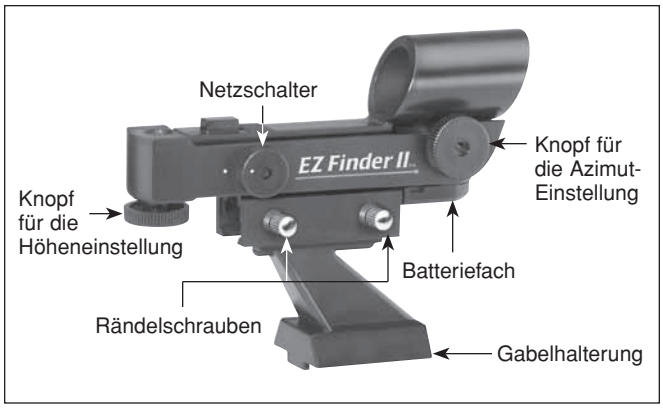

Abbildung 11. Das EZ Finder II-Reflexvisier.
1. Führen Sie einen kleinen, flachen Schraubendreher in die Kerbe im Batteriefach, und hebeln Sie es vorsichtig auf **(Abbildung 11).**
Drehen Sie den Netzschalter (siehe **Abbildung 11**) im Uhrzeigersinn, bis Sie ein Klicken hören. Dieses zeigt Ihnen an, dass die Stromversorgung eingeschaltet ist. Schauen Sie mit beiden Augen von hinten durch das Reflexvisier, um den roten Punkt zu sehen. Halten Sie Ihr Auge dabei in einem bequemen Abstand zur Rückseite des Visiers. Bei Tageslicht müssen Sie möglicherweise die Vorderseite des Visiers mit der Hand abdecken, damit Sie den Punkt sehen können, denn dieser ist gewollt recht dunkel. Die Helligkeit des Punkts wird durch Drehen des Netzschalters eingestellt. Die besten Ergebnisse beim Beobachten der Sterne erzielen Sie, wenn Sie die dunkelste mögliche Einstellung verwenden, bei der Sie den Punkt ohne Probleme sehen können. In der Regel wird bei Nacht eine dunklere Einstellung verwendet, während bei Streulichtstörungen oder bei Tageslicht eine hellere Einstellung benötigt wird.
Positionieren Sie, ohne das Teleskop zu bewegen, den roten Punkt mit Hilfe der Knöpfe **(siehe Abbildung 11)** für die Azimut- (links/rechts) und Höheneinstellung (auf/ab) am EZ Finder II-Reflexvisier so, dass das Objekt im Okular zentriert ist. Wenn der rote Punkt auf dem Objekt in der Ferne zentriert ist, kontrollieren Sie, ob das Objekt weiterhin zentriert im Sichtfeld des Teleskops erscheint. Wenn nicht, zentrieren Sie es noch einmal, und passen Sie die Ausrichtung des EZ Finder II-Reflexvisiers an. Das EZ Finder II-Reflexvisier ist mit dem Teleskop korrekt ausgerichtet, wenn das Objekt SOWOHL im Okular ALS AUCH auf dem roten Punkt des EZ Finder II-Reflexvisiers zentriert ist. Nach dem Ausrichten behält das EZ Finder II-Reflexvisier seine Ausrichtung in der Regel auch dann bei, wenn es entfernt und wieder montiert wurde. Aber auch ansonsten ist nur eine minimale Nachjustierung erforderlich.